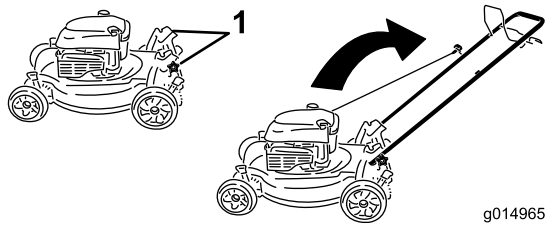

Figur 3
1. Ta bort handtagsvreden från gräsklipparkåpan (Figur 3).
1. Handtagsvred (2)
3. Sätt tillbaka och dra åt de handtagsvred som du tog bort i steg 1 (Figur 3).